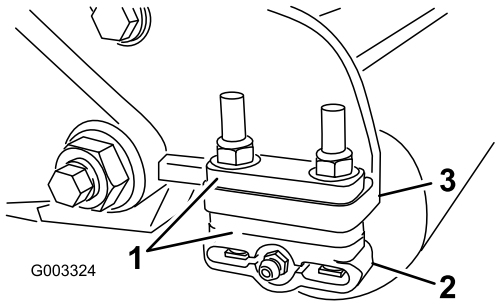

Figur 10
1. Juster brakettene for den bakre valsen (Figur 10) til ønsket klippehøyde ved å plassere nødvendig antall avstandsstykker under monteringsflensen for sideplaten (Figur 10) i henhold til klippehøydeskjemaet.